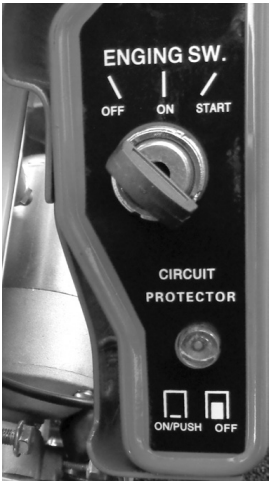

Рис.7 Замок зажигания и предохранитель
При срабатывании предохранителя системы заряда аккумуляторной батареи (Рис. 7) заглушите двигатель, закройте топливный кран и замените аккумуляторную батарею на рекомендуемую.
4. Поверните ключ зажигания (Рис. 7) в положение «START» и удерживайте его. После запуска двигателя отпустите ключ зажигания, он автоматически встанет в положение «ON».